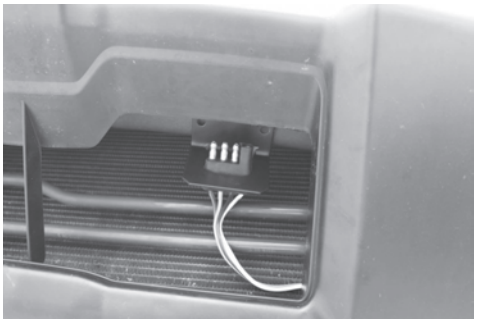

Figure 5
15. Locate the front frame rail that goes across the front of the vehicle. Locate a suitable position to mount the 4-Flat bracket shown in **Figure 5**. Using the bracket as a template mark the two holes and drill two 3/32" holes and attach the bracket using the two remaining screws.